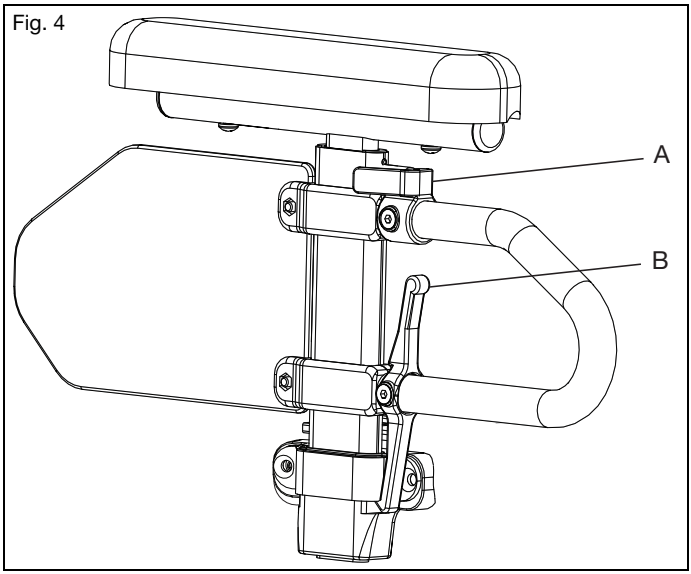

Fig. 4
b. El apoyabrazos se fijará automáticamente en su lugar. Verifique que la palanca de bloqueo esté como se muestra (Fig. 4:B).
a. Gire la palanca de liberación (Fig. 4:A).
d. Empuje la almohadilla hasta que la parte superior del brazo quede bien sujeta en su lugar. Verifique que la palanca de bloqueo esté como se muestra (Fig. 4:A).
a. Presione la palanca de liberación (Fig. 4:B) y extraiga el apoyabrazos.